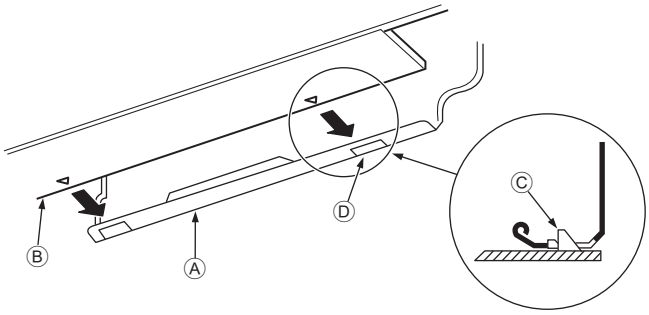

Fig. 3-15
3. While inserting the refrigerant piping and drain hose into the wall penetration hole (penetration sleeve), hang the top of the indoor unit to the mount board ①.
5. Fasten by pushing the bottom part of the indoor unit onto the mount board ①. (Fig. 3-15)
* Check that the knobs on the bottom of the indoor unit are securely hooked into the mount board ①.